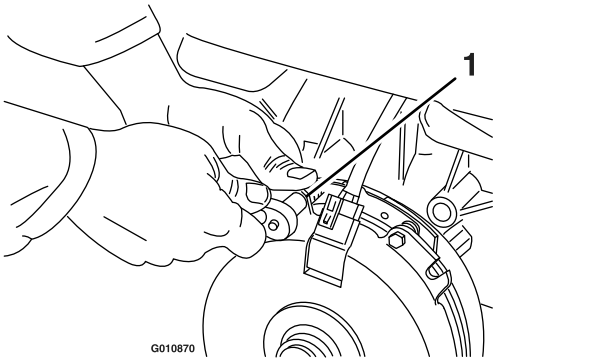

**Figur 78**
A. Løsn begge bremsemonteringsbolte en halv til en hel omgang som vist i Figur 78.